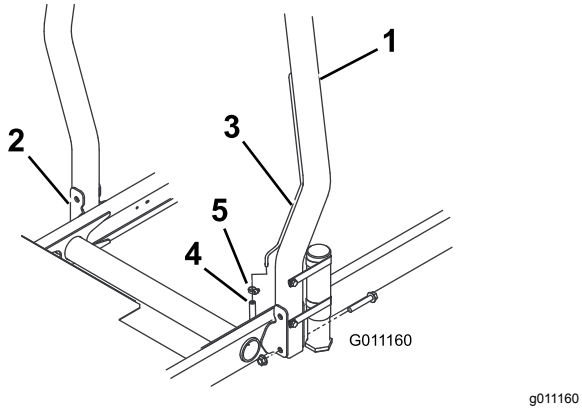

Figur 12
1. Sænk styrtbøjlen ned på traktionsenhedens monteringsbeslag, således at den flugter med monteringshullerne. Sørg for, at udluftningsrøret på styrtbøjlen er placeret på maskinens venstre side (Figur 12).
2. Fastgør hver side af styrtbøjlen til monteringsbeslagene med 2 flangebolte og låsemøtrikker (Figur 12). Tilspænd fastgørelsesanordningerne til et moment på 81 N·m.